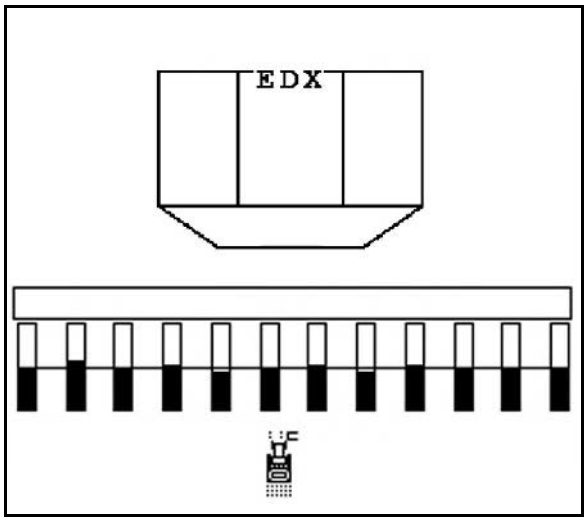

**Fig. 55**
1. Forhindringskobling forvælges ( Fig. 55).